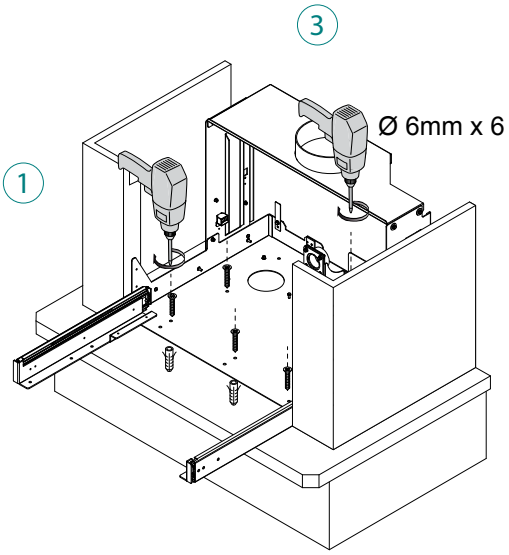

Afb. 6.1.9
9) Steek pluggen van 6 mm in de gaten en bevestig de draagconstructie met schroeven. (3) - (Afb. 6.1.9).